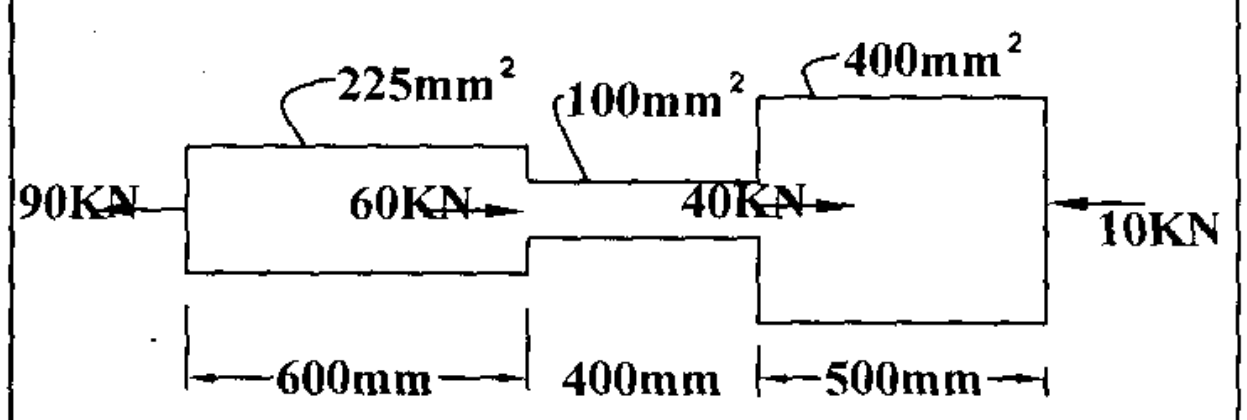

FIG.NO.1
2. Find change in length of a given steel bar in Fig No.1 $E = 2.1 \times 10^5$ N/mm^2 **05**